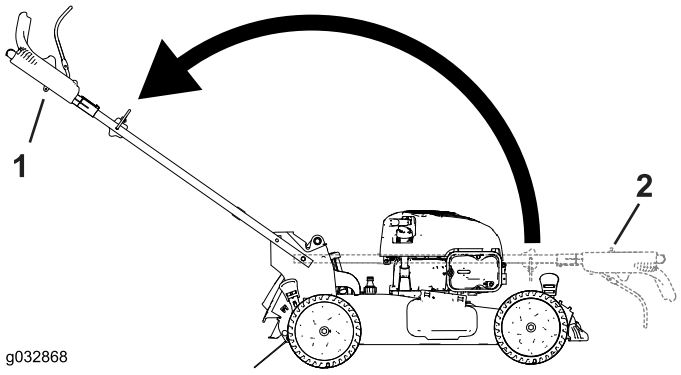

Figuur 5
3. Klap de handgreep terug in de werkstand door deze naar achteren te draaien (Figuur 5).